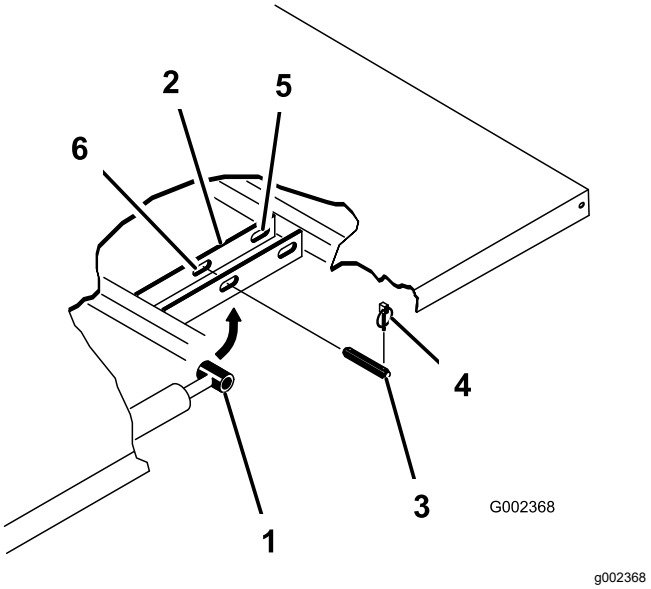

Figura 21
3. Retire los pasadores de seguridad de los extremos exteriores de los pasadores de los vástagos de los cilindros (Figura 21).
4. Retire los pasadores que fijan las rótulas de las varillas de los cilindros a las chapas de montaje de la plataforma empujando los pasadores hacia dentro (Figura 21).
5. Retire los pasadores de seguridad y los pasadores que fijan las placas de giro a los perfiles del bastidor (Figura 21).